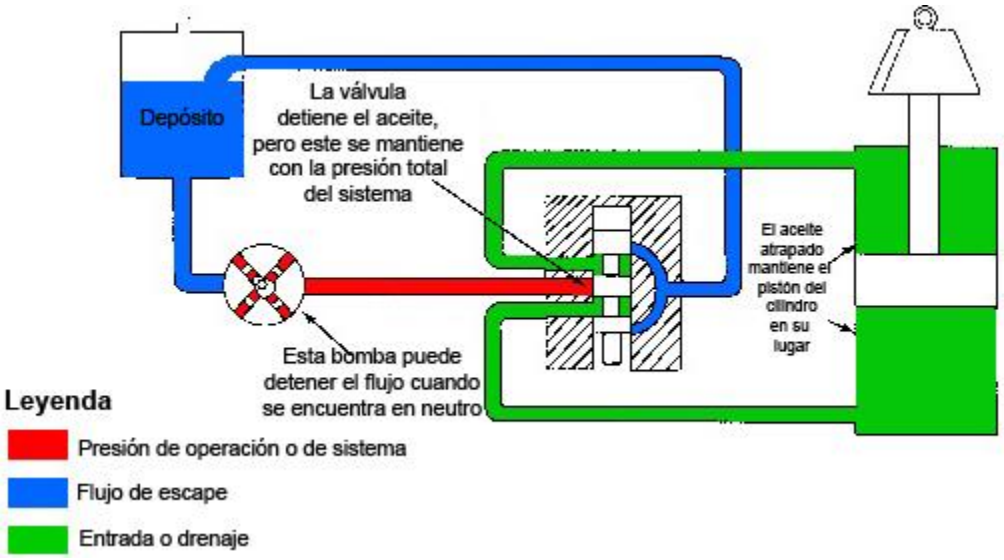

Figura 41
(2) Bomba de desplazamiento variable. La Figura 41 muestra un sistema de centro cerrado con una bomba de desplazamiento variable en el modo neutral. Cuando está en modo neutral, se bombea aceite hasta que la presión se eleva a un nivel predeterminado. Una válvula de regulación de presión permite que la bomba se apague por sí misma y mantenga esta presión hacia la válvula. Cuando la válvula de control está funcionando, se desvía el aceite desde la bomba hasta el fondo de un cilindro. La caída de presión causada por conectar la línea de presión de la bomba al fondo del cilindro, causa que la bomba vuelva a funcionar, bombeando aceite al fondo del pistón y levantando la carga.